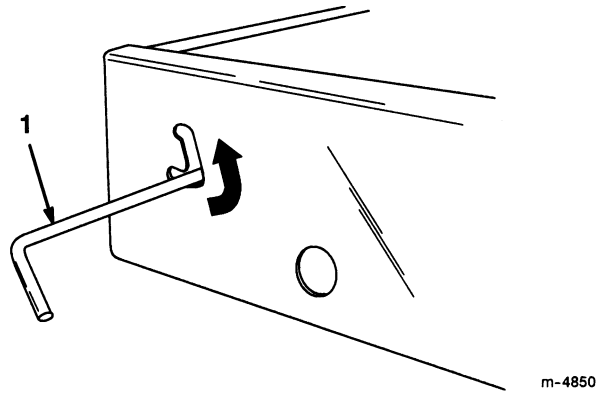

Afbeelding 9
1. Schuif de grendel omhoog naar het bovenste deel van uitsnijding in het frame van de bak (Afb. 9).